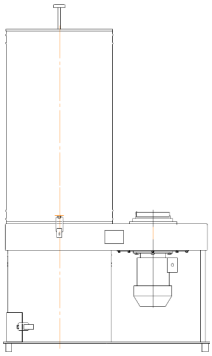

Рис. 1
– УВП-2000А – на основании с четырьмя ножками, рис.1;